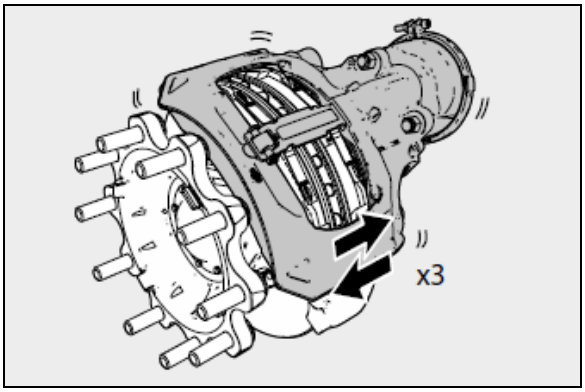

FIGURE 82: PUSH CALIPER THREE TIMES IN AXIAL DIRECTION
6. Push and pull caliper three times in axial direction to assess any existing air gap (see Figure 82. If no movement is possible, clean the disc brake and if necessary, replace the bearings. Once movement is obtained, continue as follows: